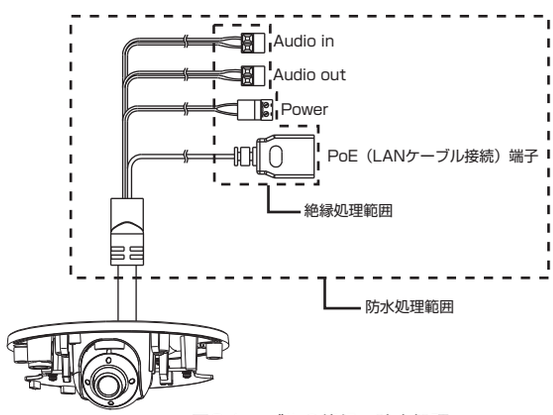

図2 ケーブルの絶縁・防水処理
3. ケーブル類は図2のように、絶縁処理範囲において絶縁テープを巻き、露出している金属コネクター部に絶縁処理を行うこと。